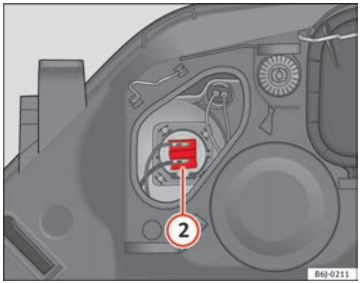

Fig. 150 Main beam headlights
– Remove connector ⇒ fig. 150 (2) by pulling outward.